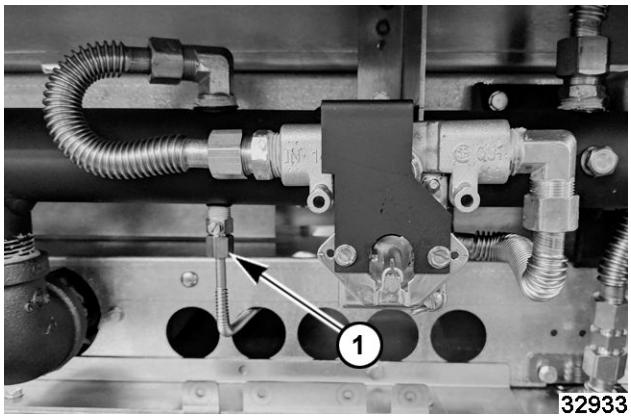

**Fig. 104**
3. Disconnect pilot flex tube (1, Fig. 104).